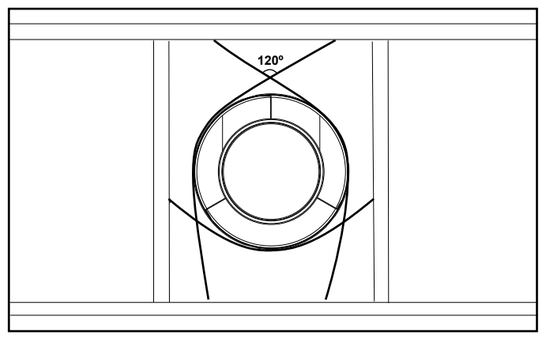

Figure 7.5 Fixation des sections verticales du conduit
- Des supports de conduit ou des bandes de suspension (espacés de 120º) peuvent être utilisés à cette fin. Voir les figures 7.5 et 7.6.